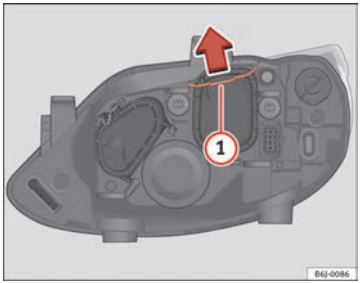

Fig. 142 Dipped beam headlights
– Move the loop ⇒ fig. 142 (1) in the direction of the arrow and remove the cover.